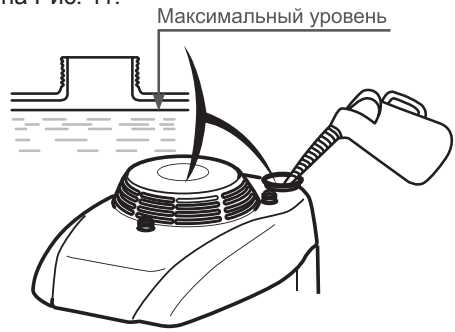

Рис. 11 Максимальный уровень топлива в топливном баке
Максимальный уровень топлива показан на Рис. 11.
3. Залейте бензин в топливный бак при помощи специальной емкости или воронки до уровня, показанного на Рис. 11.